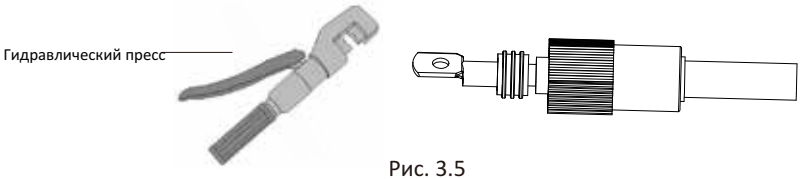

Рис. 3.5
c) Обожмите металлический наконечник (рис. 3.5).